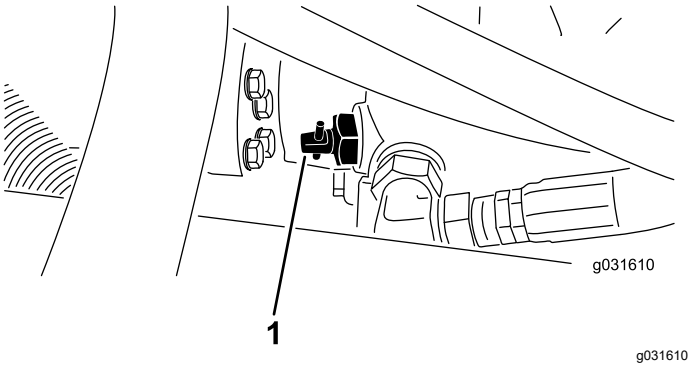

Figura 30
1. Localize a válvula de derivação na bomba (Figura 30) e desaperte-a rodando 90° (1/4 de volta).